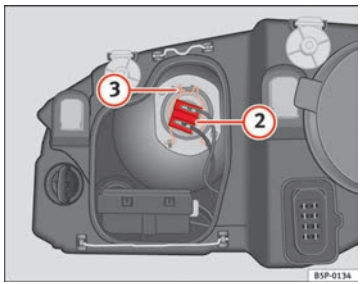

Abb. 191 Abblendlicht
– Ziehen Sie den Stecker ⇒Abb. 191 (2) von der Lampe ab.
– Nehmen Sie die Haltefeder ⇒Abb. 191 (3) durch Eindrücken und Rechtsdrehung ab.